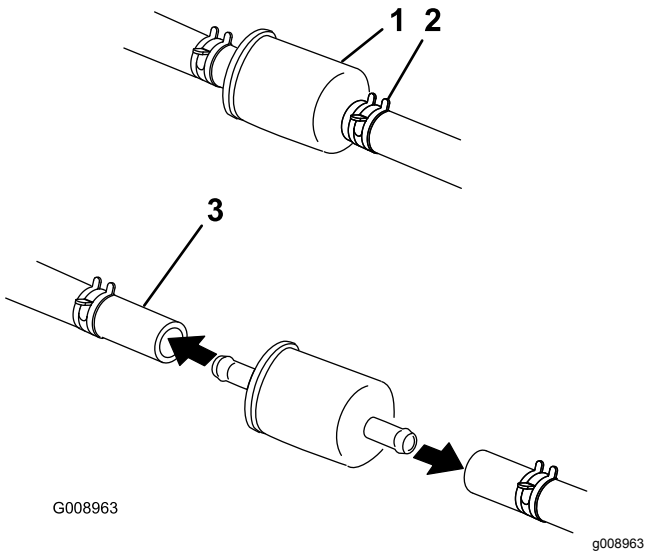

Figura 44
5. Aperte as pontas dos grampos da tubagem e afaste-as do filtro (Figura 44).
7. Instale um filtro novo e coloque as abraçadeiras junto ao filtro (Figura 44).